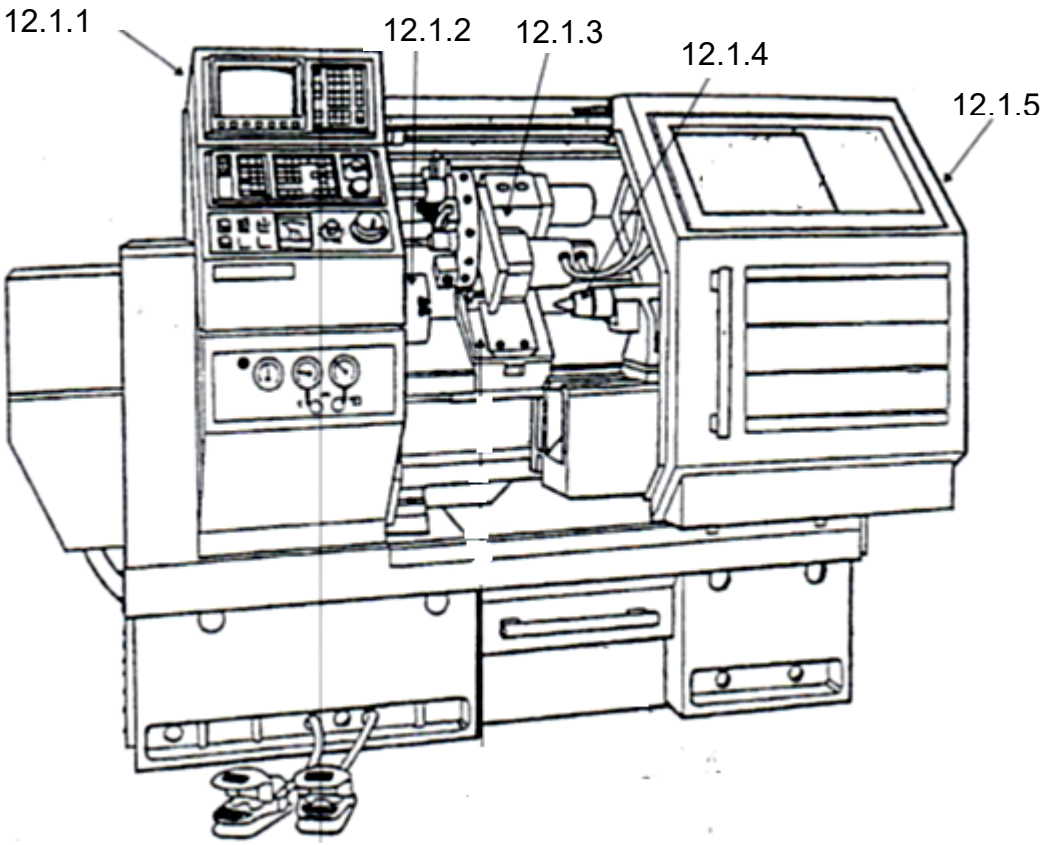

FIGURE 3
12.1 FIGURE 3 shows a diagram of a computerised numerical-control lathe (CNC).